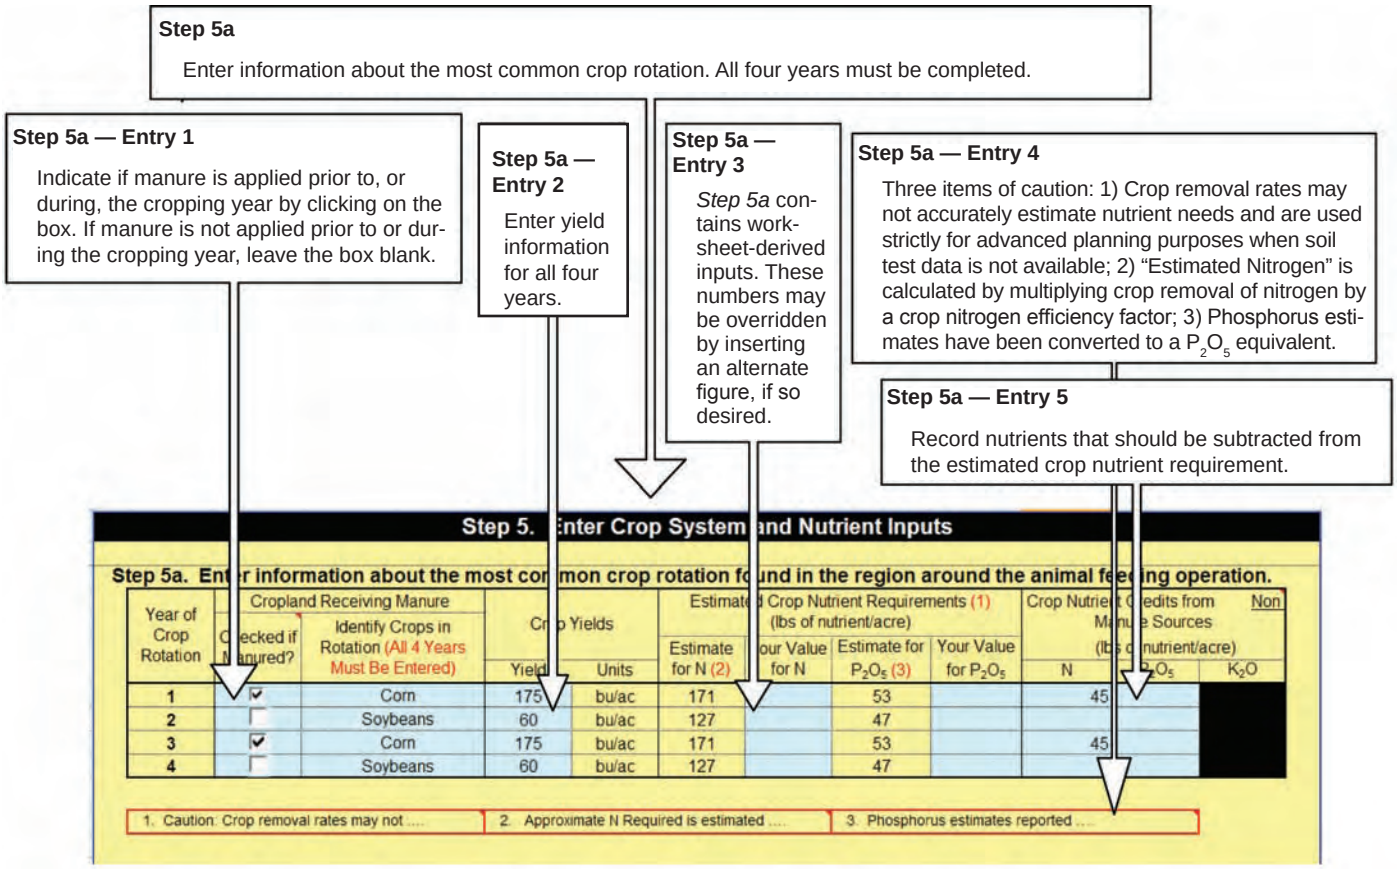

Figure 13. ***Step 5a*** **requires input about the crop rotation. There are also three items of caution to note.**
Step 5 — Enter Cropping System Information and Review Land Requirements (**See** *Figures 13* **and** *14*)